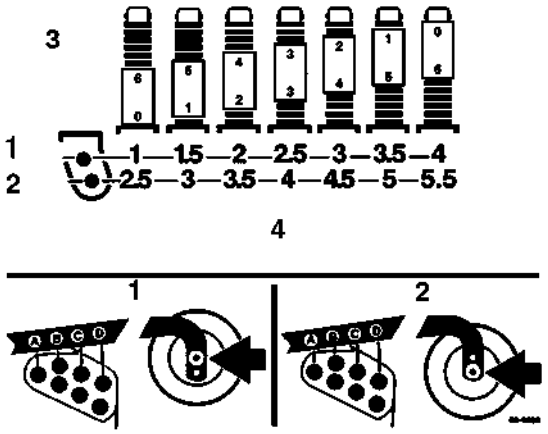

Afbeelding 8
N.B: Behalve als alle castorwielassen zich niet op dezelfde plaats bevinden, hoeven de assen niet te worden verplaatst. Zij moeten evenwel in dezelfde gaten zitten (Afb. 8).
De maaihoogte kan worden ingesteld op hoogten die lopen van 25 tot 140 mm, in stappen van 13 mm. Plaatsing van de castorwielassen in de bovenste gaten van de castorvorken (Afb. 8) biedt de mogelijkheid de maaihoogte in te stellen in een laag bereik van 25 tot 102 mm Plaatsing van de castorwielassen in de onderste gaten van de castorvorken (Afb. 8) biedt de mogelijkheid de maaihoogte af te stellen in een hoog bereik van 63,5 tot 140 mm.